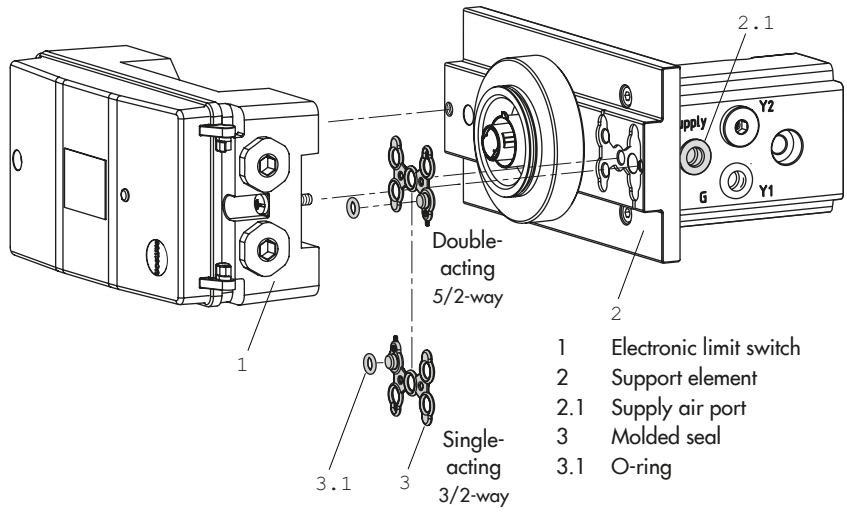

Fig. 5: *Preparations for mounting the electronic limit switch with integrated solenoid valve*
Version with integrated solenoid valve (Type 3738-20xxx14xxxxx2xx) (Fig. 5)
1. Insert the molded seal (3) into the support element (2) depending on the type of actuator (single-acting or double-acting).
2. Slide the O-ring (3.1) onto the air duct of the molded seal (3).
3. Fasten the electronic limit switch (1) to the support element (2) using the two screws mounted on the electronic limit switch as shown in Fig. 5.
4. Remove the blanking plug on the supply air port (SUPPLY, 2.1) of the support element (2).
1. Fasten the electronic limit switch (1) to the support element (2) using the two screws mounted on the electronic limit switch as shown in Fig. 5.